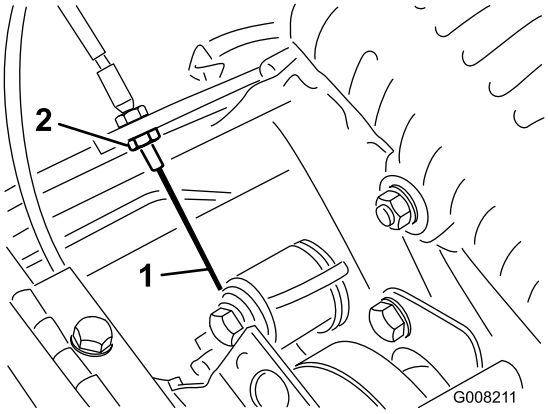

Rysunek 42
3. Aby zwiększyć napięcie linki, poluzuj przednią przeciwnakrętkę linki i dokręć tylną przeciwnakrętkę linki (Rysunek 42) aż do wywarcia nacisku o sile od 3 do 4 kg wymaganej do załączenia elementu sterującego jazdą.